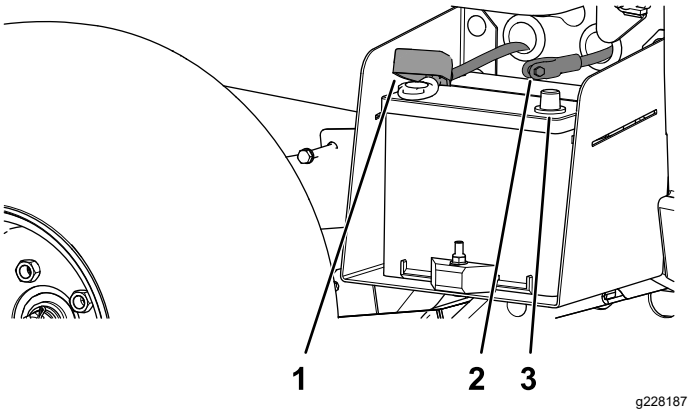

Figur 5
3. Anslut batteriets pluskabel (röd) till plusanslutningen (+) på batteriet och fäst kabeln med skruvarna och muttrarna (Figur 5).